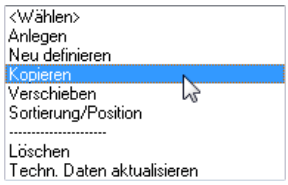

Bild 27.81 – *Block,* Menüpunkt *Kopieren*
- Wählen Sie den betreffenden Block in der Blockansicht und klicken Sie im Listenmenü der Blöcke auf *Kopieren* (Abb. 27.81).